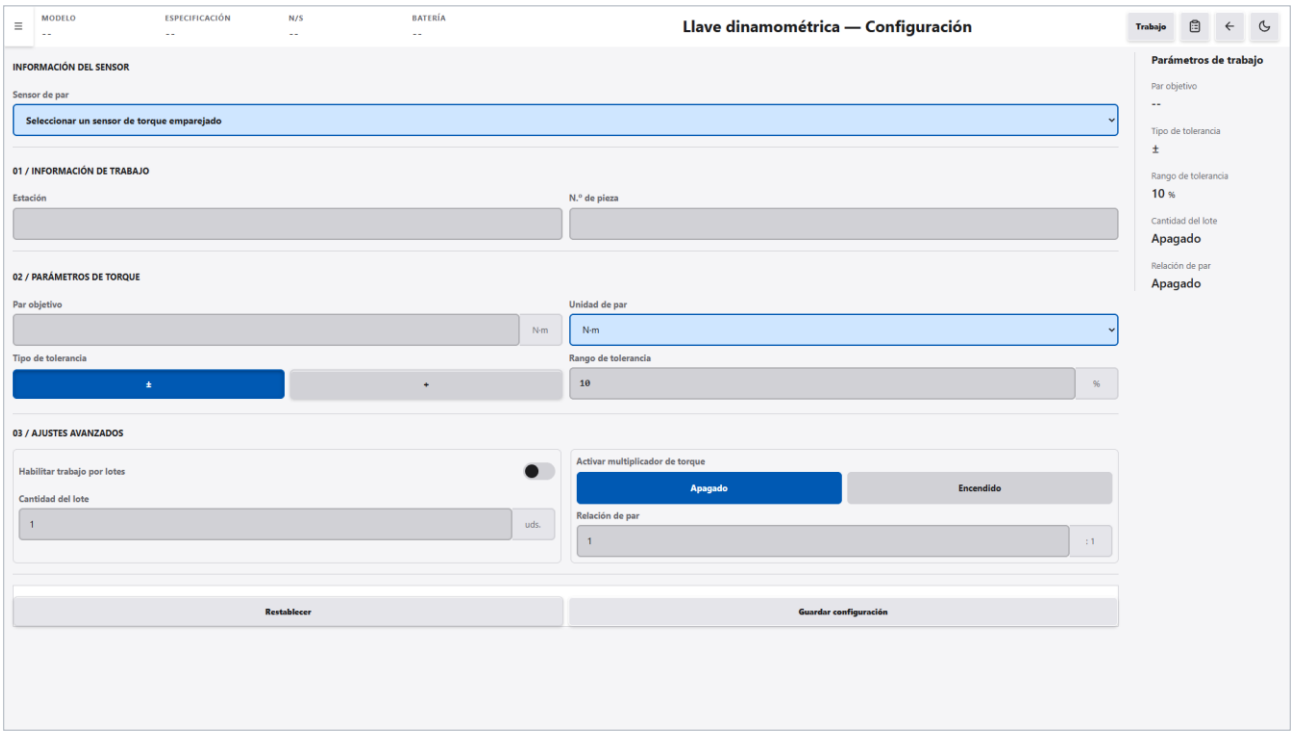

Figura 5-9 Pantalla de configuración de la llave dinamométrica (configuración no completada)
2. En el menú de navegación, haga clic en «Sensor rotativo» → «Llave dinamométrica». Se muestra la pantalla de configuración sin completar (véase la Figura 5-9).